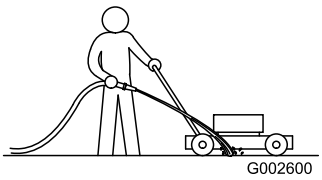

Figur 28
1. Mens motoren går og klipperen står på en flat, asfaltert, rett en vannstråle mot **høyre** bakhjul (Figur 28).